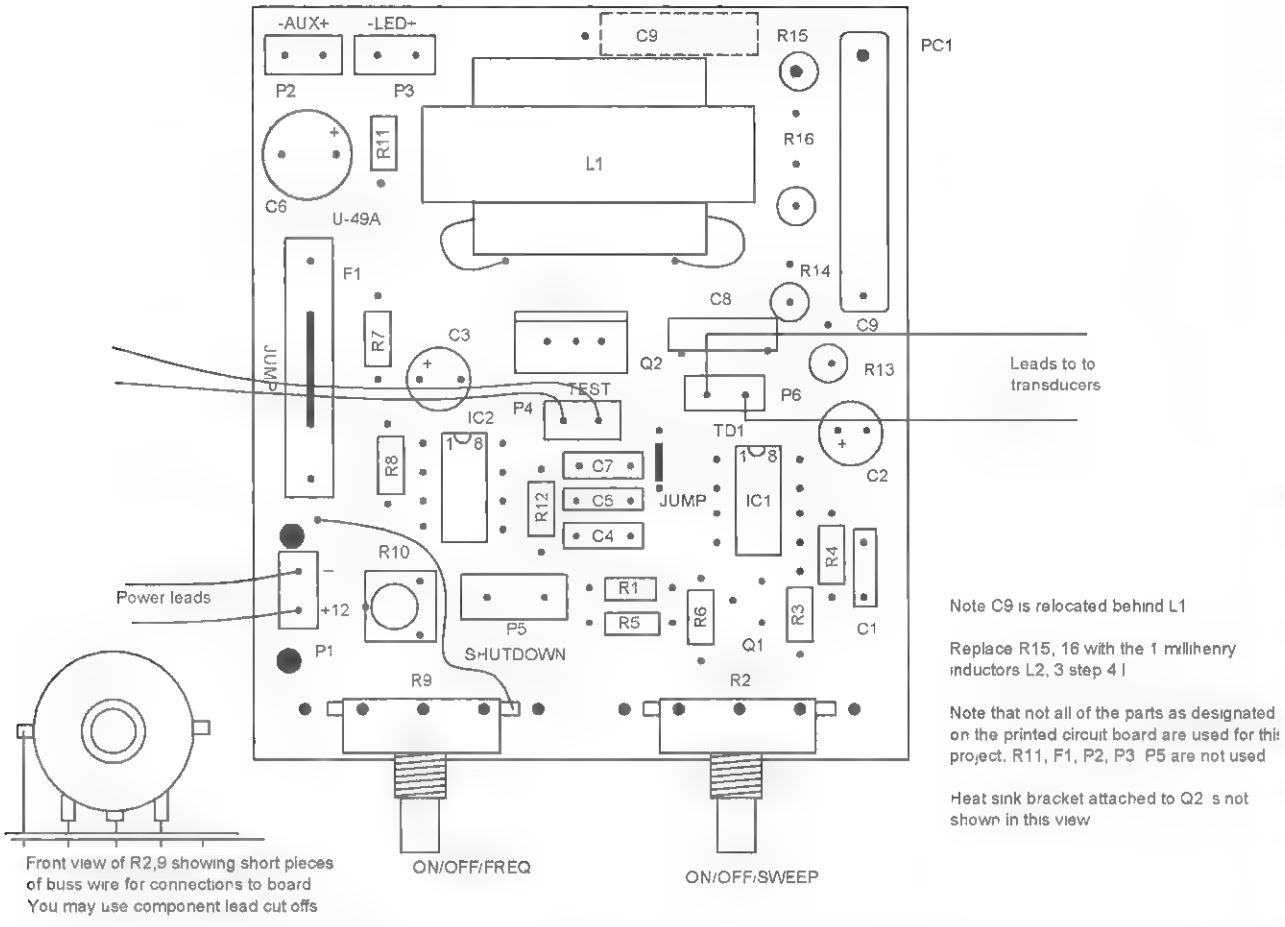

Figure 35-5 *Assembly of PCB*
4. Assemble the PCB as shown in Figure 35-5. Note the two wire jumps and component polarity. Wire in inductor L1 and secure it to the board with *room temperature vulcanizing* (RTV) silicon rubber or another suitable adhesive.
From figure 35-5